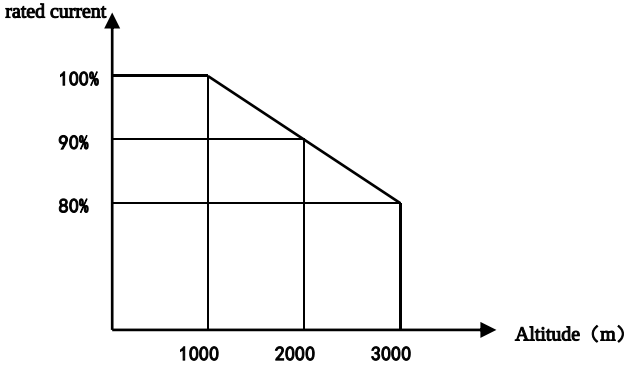

Figure 1-9 Rated-current derating versus altitude
- At altitudes above 1,000 m, thinner air reduces VFD cooling performance; therefore, the VFD must be derated Figure 1-9 shows the relationship between rated current and altitude.